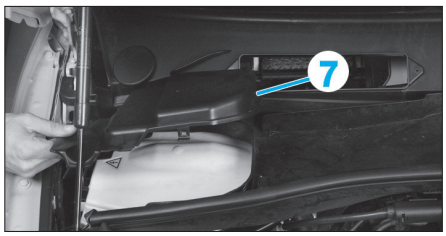
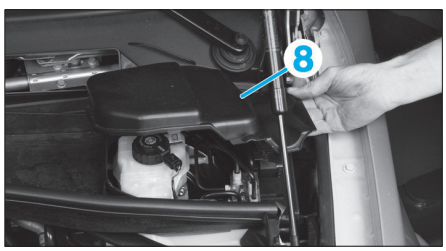

Fig. 91
Fig. 92
• De chaque côté, déposer les caches protecteurs (7) et (8) **(Fig.91)** et **(Fig.92)**.